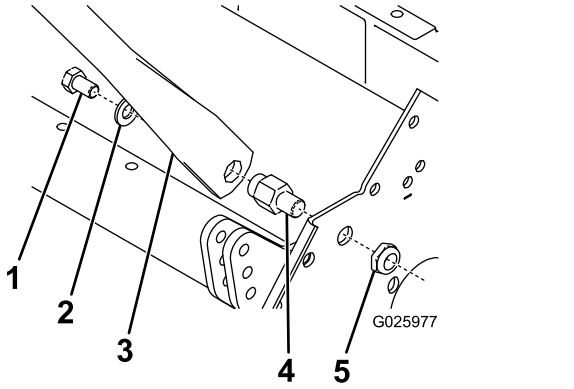

Figur 4
1. Monter den nye håndtagssamling på maskinen ved hjælp af bolten, spændeskiven, håndtagets drejetap og flangehovedmøtrikken, som du fjernede tidligere (Figur 4).